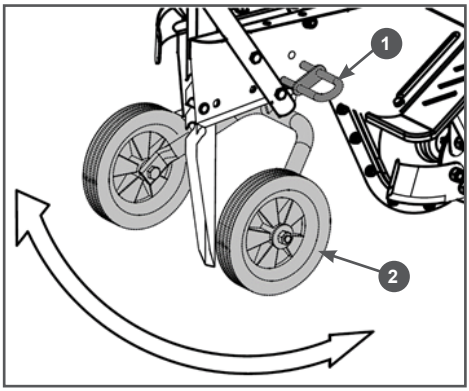

Рис. 17 Подъём транспортировочных колёс
2. С усилием потяните за стопор 1 вилки колес и вытяните его из рамы мотокультиватора. Поднимите транспортировочные колеса 2 в максимально верхнее положение, после чего отпустите отпустите стопор 1, колеса должны остаться в поднятом положении (Рис. 17). При необходимости, пошатайте колёса вверх-вниз для того, чтобы стержень стопора вошел в отверстие в вилке колёс.